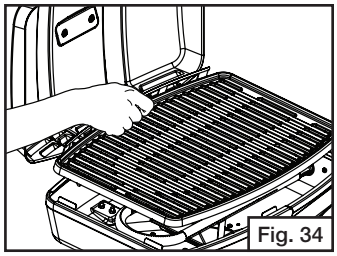

Fig. 34
2. Remove the cooking grate set aside. (Fig. 34)